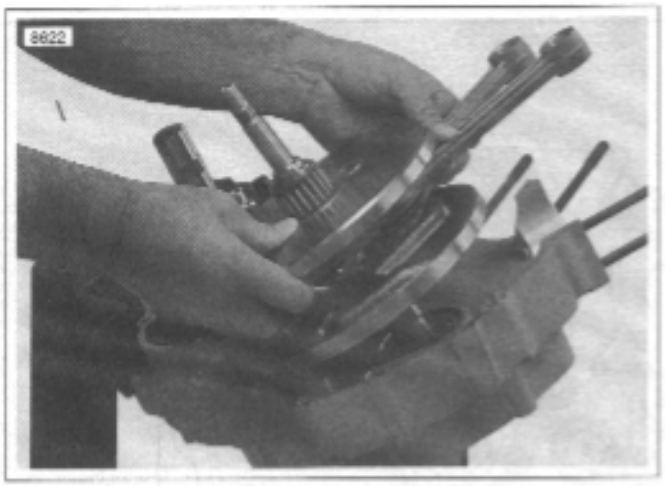

Figure 3-136. Removing Flywheels from Left Crankcase
4. See Figure 3-136. Remove the flywheel assembly from left crankcase half.